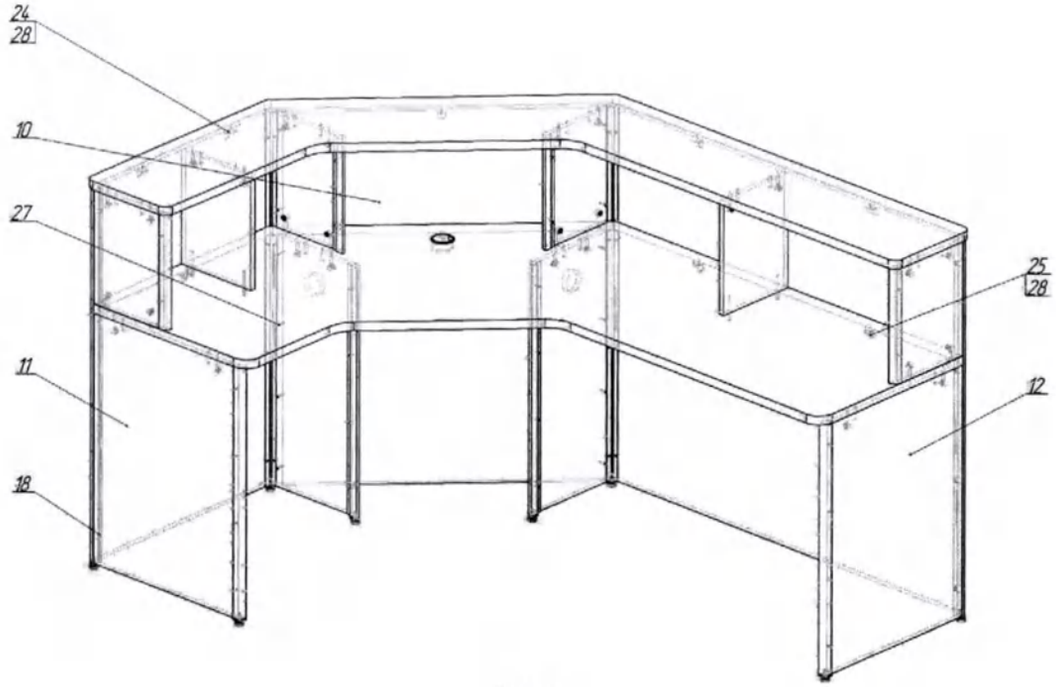

Рис.7
4.21.Закрепить на средних передних профилях среднюю фронтальную панель стола при помощи саморезов 4,5х30 (27), закрутив их в торец фронтальной панели в подготовленные сквозных отверстия средних опор стола и стоек надстройки (рис.7).
4.22.Правую и левую фронтальные панели закрепить на полочках передних профилей при помощи саморезов 3,5х16 (рис.7) (18).
4.23.Дополнительно закрепить фронтальные панели уголками, как показано на рис.7. К столешнице надстройки фронтальные панели крепятся пластиковыми уголками и саморезами 3,5х16 (28), к столешнице стола – металлическими уголками с пластиковой заглушкой и саморезами 3,5х16 (28) (рис.7).